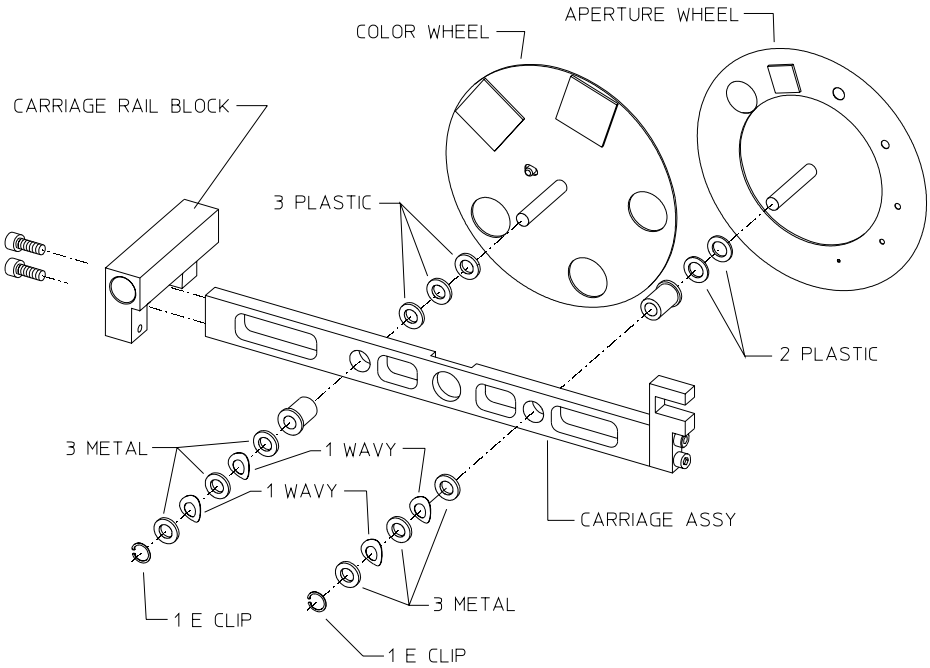

FIGURE 3-6. Color Wheel/Aperture Wheel Removal
3) Remove the two socket head screws holding the carriage assembly to the carriage rail block (Figure 3-6). Carefully remove the carriage and place it on a padded work surface that will support the color wheel/aperture wheel without damage to the wheels.
Ensure that the washers are reinstalled on the shaft(s) in the same order as removed (Figure 3-6).